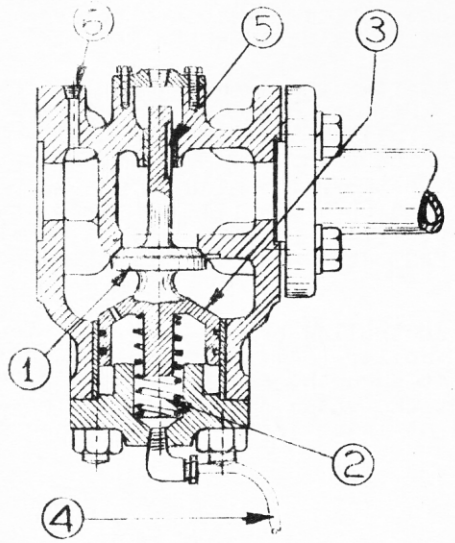

FIG. R-7
The master starting valve, mounted on the after end of the starting air manifold, is shown in Fig. R-7. Air from the receivers is admitted to the lower side of the valve (1) and the pressure against the valve head, together with spring (2) keeps the valve closed. Pressure on both sides of piston (3) is normally balanced by air bleeding through a small hole in the top of the piston. The lower side of the piston is connected by means of tube (4) to the disc control valve described in paragraph 1. When the port in this valve opens and the pressure below the piston is relieved, the force on top of the piston, the area of which is greater than that of the valve head, overbalances the upward forces and the valve opens, admitting starting air to the manifold. When the port in the control valve closes the pressure below the piston quickly builds up again and closes the valve. Slot (5) in the valve stem vents the manifold when the valve is closed, and is in turn closed by the lowering of the stem when the valve opens. Connection (6) is for the air pressure gauge. The cast steel valve housing is fitted with bronze bushings for the piston and valve stem, and if replaced they should be bored and reamed 3.4995" - 3.5005" and .561" - .562" respectively after pressing in the housing. The reamed holes must be kept in line with the valve seat, which should be ground when necessary to keep the valve tight.